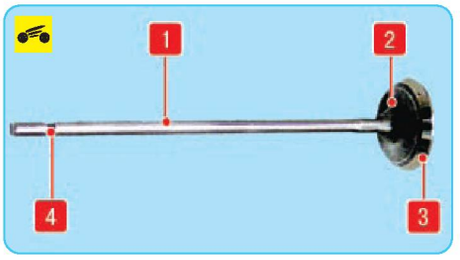

Рис. 5.12. Клапан: 1 – стержень; 2 – тарелка; 3 – фаска; 4 – проточка
16. Удалите нагар с клапанов и осмотрите их. Деформация стержня 1 (рис. 5.12) клапана и трещины на его тарелке 2 не допускаются. При наличии повреждений замените клапан. Проверьте, не слишком ли изношена и не повреждена ли рабочая фаска 3. Допускается шлифовка рабочей фаски клапанов (в ремонтных мастерских, располагающих соответствующим оборудованием). После шлифовки толщина цилиндрической части тарелки должна быть не менее 0,5 мм для впускных клапанов и не
18. Проверьте состояние проточек 4 (см. рис. 5.12) стержня клапана под сухари. При обнаружении следов выкрашивания кромок проточек и износа цилиндрической части замените клапан.